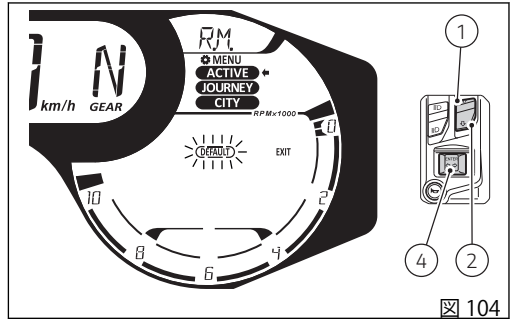

図 104
ボタン (1) またはボタン (2) を押して、“DEFAULT” を選択 (枠が点滅) します (図 104)。